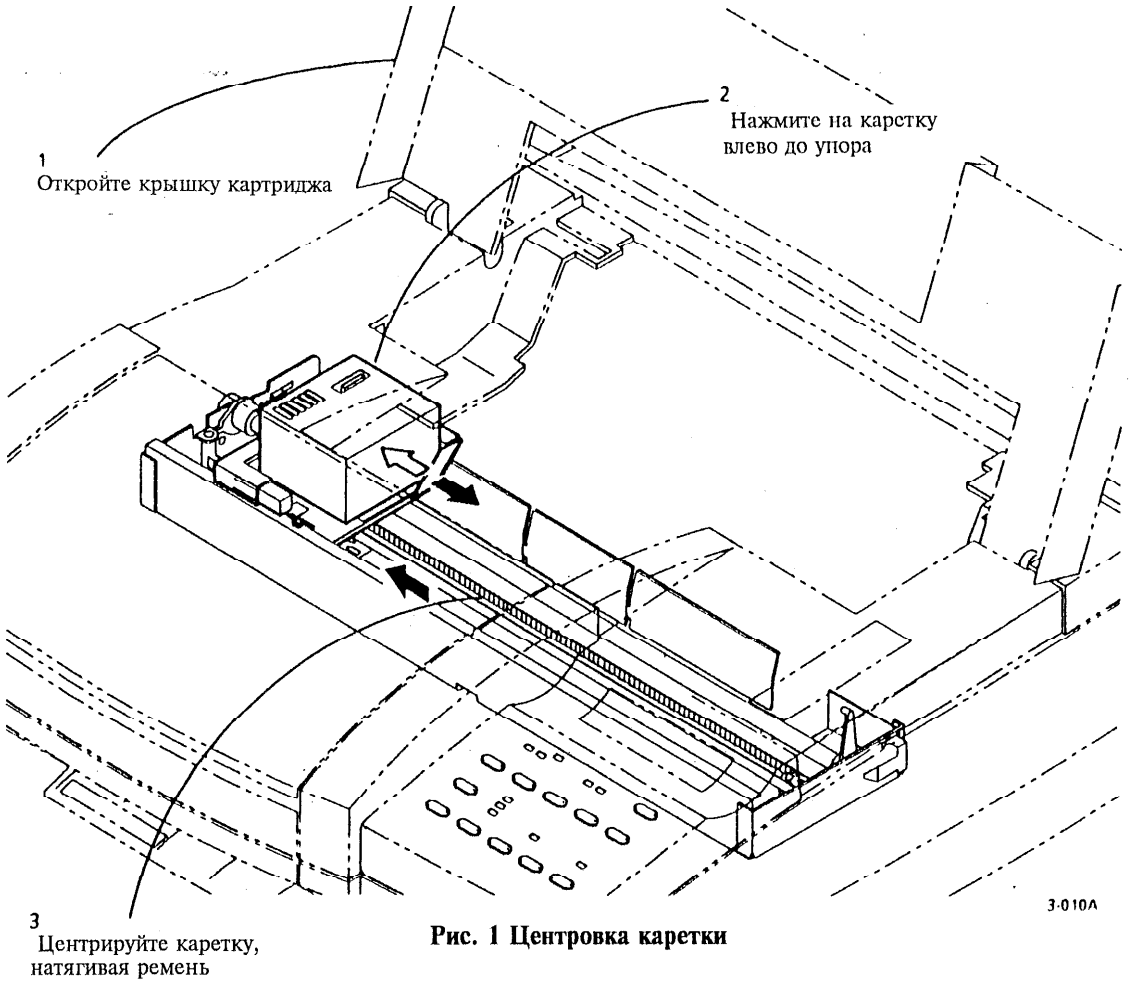

Рис. 1 Центровка каретки
2. (Рис. 1): Центрируйте каретку до снятия картриджа с красителем.